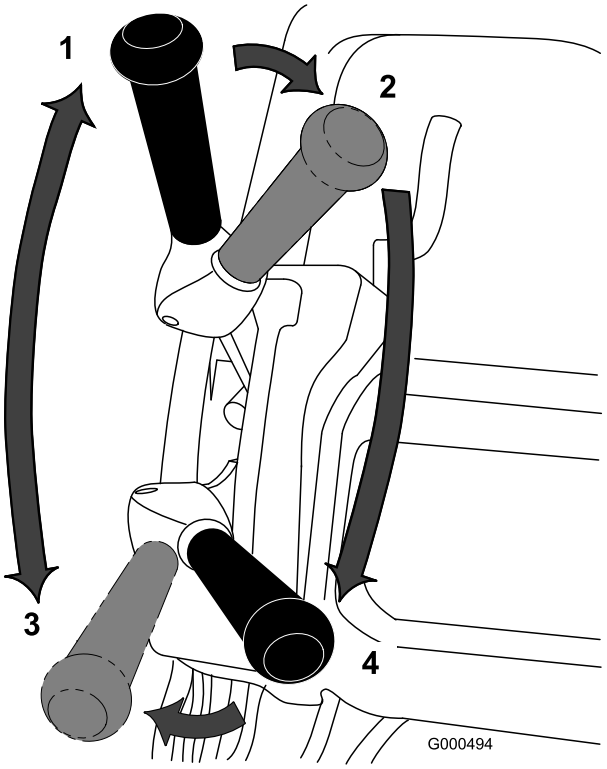

Figure 23
1. Mettez le moteur en marche, réglez la manette d'accélérateur en position de ralenti, appuyez sur le guidon pour relever le plateau de coupe, placez le levier de commande de déplacement en position d'embrayage et transportez la machine à la lisière du green (Figure 23).
2. Placez le levier de commande de déplacement en position de débrayage et le levier de commande du cylindre en position d'embrayage (Figure 23).
3. Placez le levier de transmission aux roues en position d'embrayage, augmentez le régime moteur jusqu'à ce que la machine se déplace à la vitesse voulue, conduisez la machine jusqu'au green, abaissez l'avant de la machine et commencez à travailler (Figure 23).